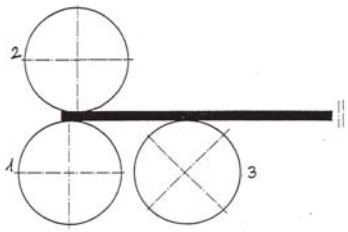

Imagen 1
- Coloque la chapa en el rodillo inferior. (vea imagen 1)